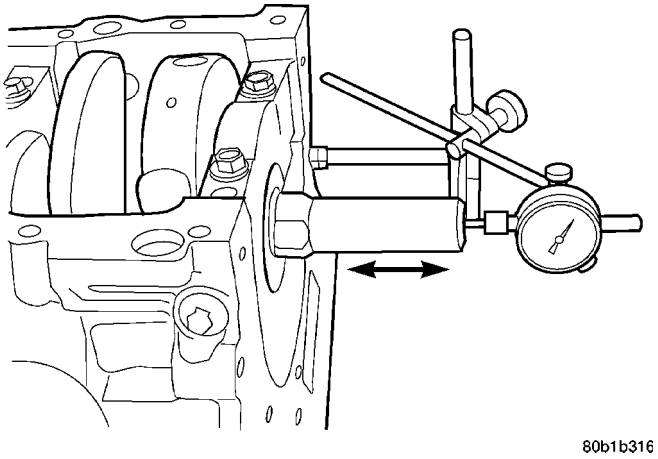

Fig. 43 Checking Crankshaft End Play - Typical
(1) Using Dial Indicator C-3339 and Mounting Post L-4438, attach to front of engine, locating probe perpendicular on nose of crankshaft (Fig. 43).
(2) Move crankshaft all the way to the rear of its travel.
(3) Zero the dial indicator.